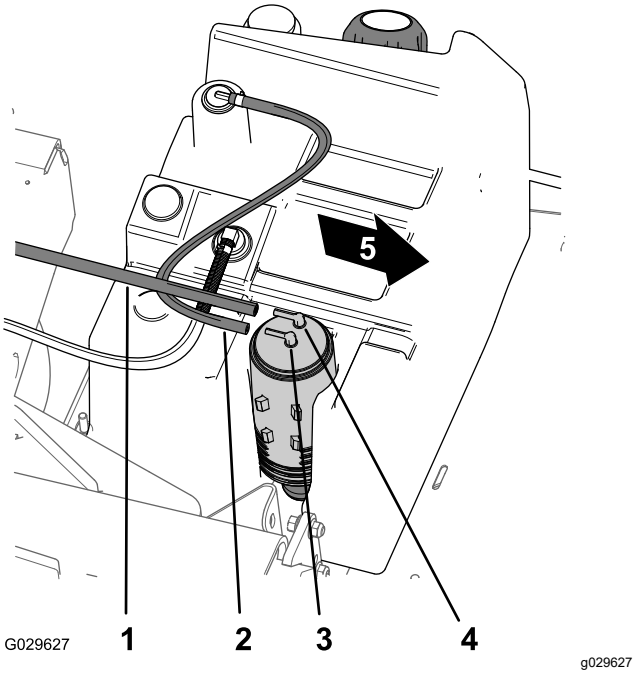

Figur 46
1. Koble vakuumslangen fra nippelen på karbonsylinderen merket med Purge (tøm) (Figur 46).
2. Koble drivstofftankslangen fra nippelen på karbonsylinderen merket med Fuel Tank (drivstofftank) (Figur 46).
8. Monter vakuumslangen på nippelen på karbonsylinderen merket med Purge (tøm) og drivstofftankslangen på nippelen merket med Fuel Tank (drivstofftank) (Figur 46).